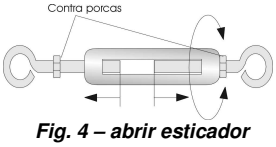

Fig. 4 – abrir esticador
4.2 Abrir os esticadores (fig. 4), girando o corpo central e mantendo fixas as alças. Esta abertura permitirá o ajuste fino de tensão no cabo.